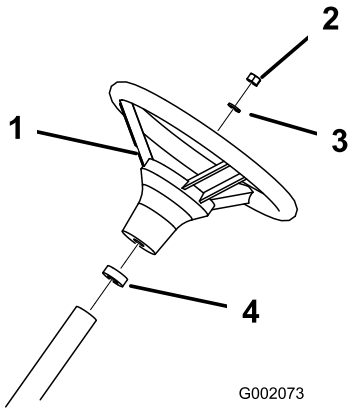

**Figure 4**
3. Secure the steering wheel to the shaft with the nut (Figure 4). Torque the nut to 18-22 ft-lb (24-29 N-m)